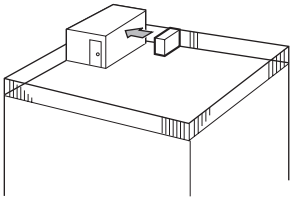

Fig. 2-3
① Coloque la salida de aire de frente a la pared más próxima a una distancia de unos 50 cm (19-11/16") de ella. (Fig. 2-3)